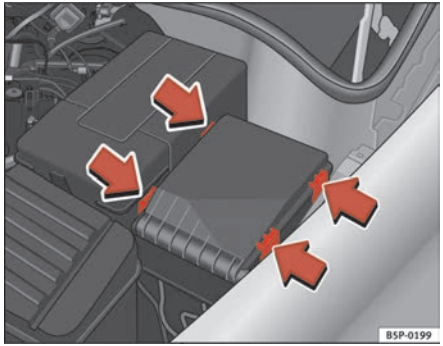

Fig. 184 Fuse box cover in engine compartment
– Prise off the fuse cover in the engine compartment by pressing the tabs towards the centre of the cover ⇒ fig. 184.